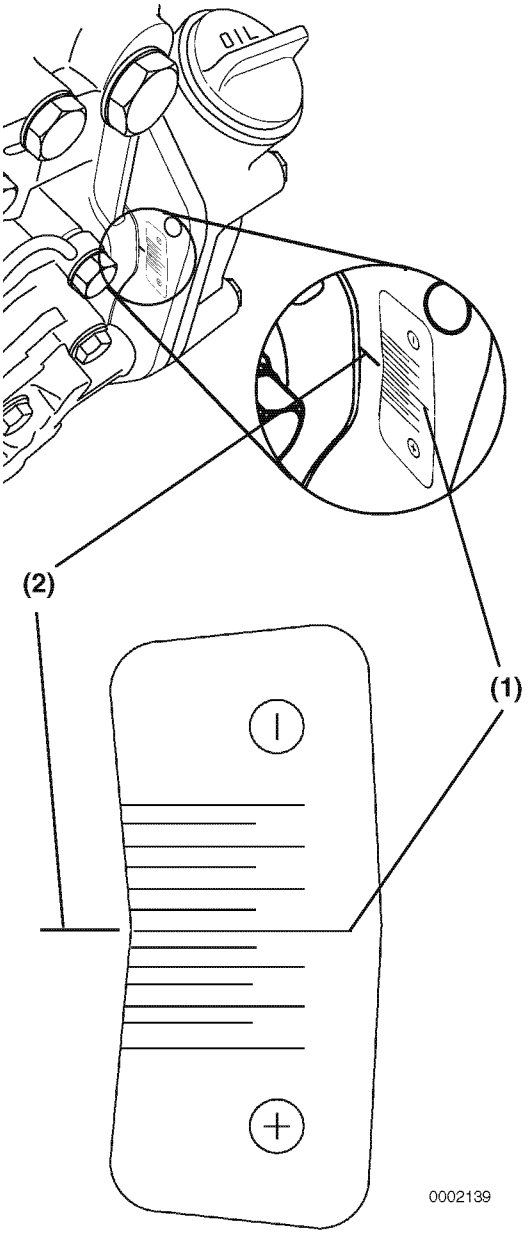

Figure 7-28
- Reinstall the timing grid sticker, provided with the new fuel injection pump, onto the back of the gear case / front plate **(Figure 7-28).** Align the "standard mark" **(Figure 7-28, (1))** with the reference mark **(Figure 7-28, (2))** made on the gear case during disassembly.